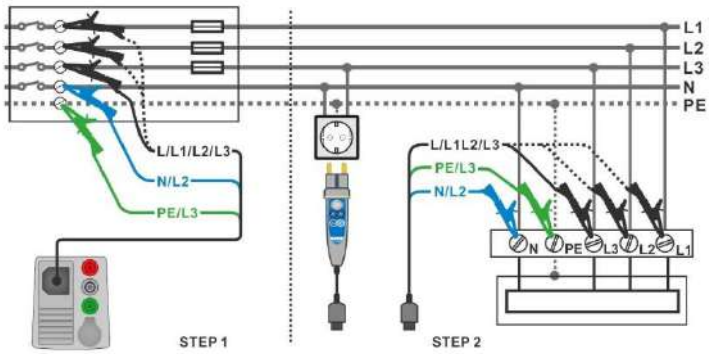

Figure 7.68: Voltage drop measurement – connection of Plug commander and 3-wire test lead
- Connect 3-wire test lead to the origin of electrical installation, see ***Figure 7.68***.
- Connect 3-wire test lead or Plug commander to the tested points, see ***Figure 7.68***.